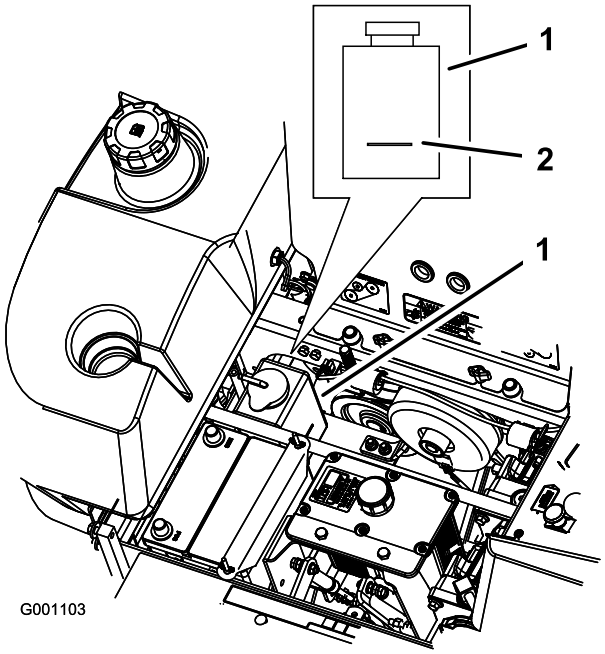

**Figur 64**
3. Når motoren er avkjølt må du kontrollere nivået i overflytsflasken. Væsken bør nå opp til kulen på utsiden av overflytsflasken (Figur 64).
4. Hvis kjølevæskenivået er lavt, fyll på en 50/50-blanding med frostvæske for forlenget levetid og vann til overflytsflasken (Figur 64).
5. Fyll på 50/50-kjølevæskeblandingen til overflytsflasken og fyll opp til indikatorlinjen på flasken (Figur 64).